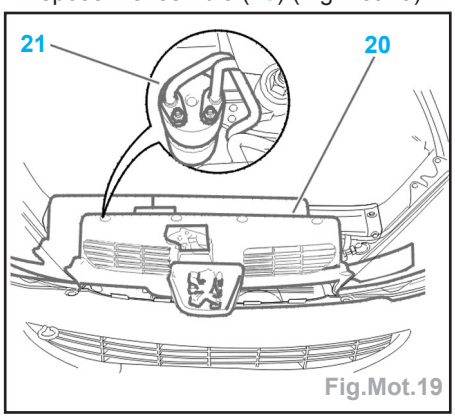

Fig.Mot.19
- Déposer l'ensemble (20) (Fig.Mot.19).